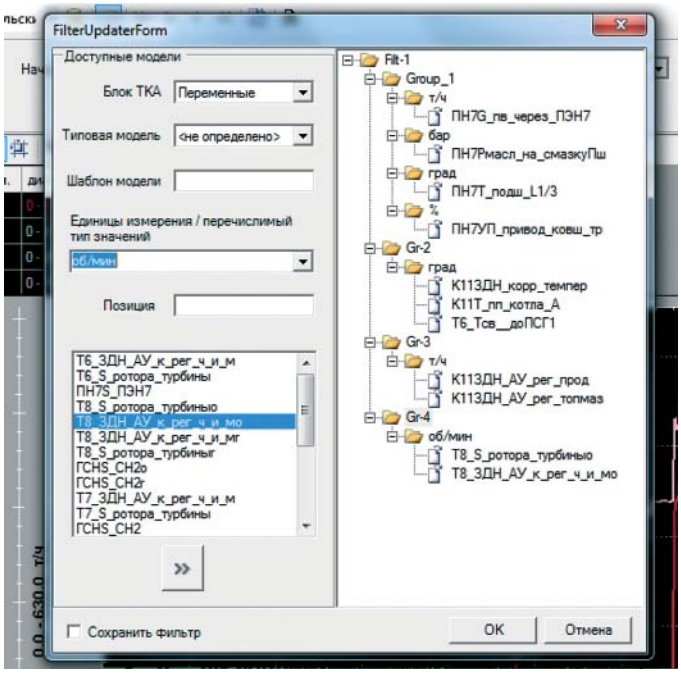

*Рис. 1. Редактор фильтров*
Фильтр можно создать или изменить с помощью редактора фильтров. Диалоговое окно редактора фильтров (рис. 1) состоит из двух панелей:
1. Первый уровень содержит группы объектов фильтра. Группа объектов фильтра определяет набор моделей Tk*A*, которые одновременно отображаются в одном дочернем окне графиков. На рис. 1 фильтр “Filt-1” содержит группы “Group_1”, “Gr-2”, “Gr-3”, “Gr-4”.
2. Второй уровень содержит подгруппы фильтра. Каждая группа фильтра включает одну или несколько подгрупп, формируемых автоматически. Подгруппа фильтра включает набор моделей своей группы, значения которых измеряются в одних физических единицах. При отображении данных в физических единицах каждой подгруппе соответствует в окне графиков своя ось Y. По умолчанию имя подгруппы совпадает с названием соответствующей единицы измерения. На рис. 1 группа “Group_1” включает подгруппы т/ч, бар, град, %; группа “Gr-2” включает единственную подгруппу град.
На рис. 1 выбраны модели из блока Переменные, измеряемые в об/мин. Остальные критерии не используются.